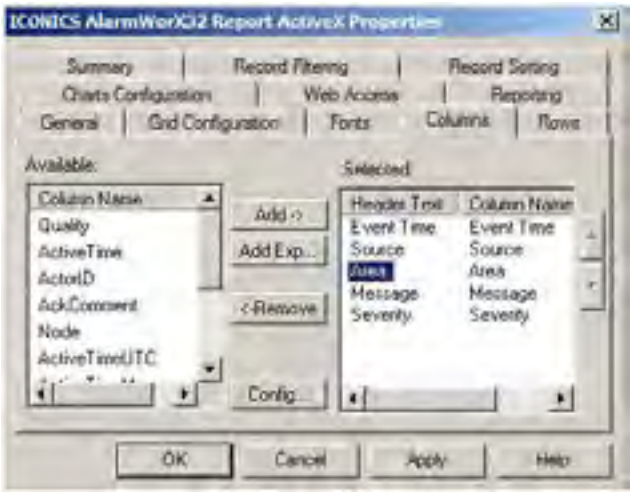

Figure L9.4 - Alarm Reporter: Columns Tab
20. Move the Area up in the list by selecting it and clicking on the up arrow to the right of the list. The order of the columns should look similar to Figure L9.4.